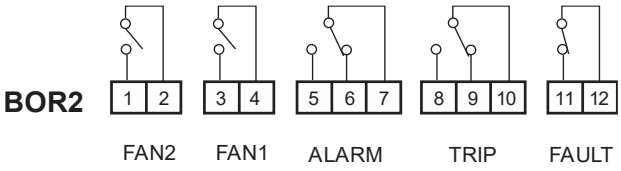
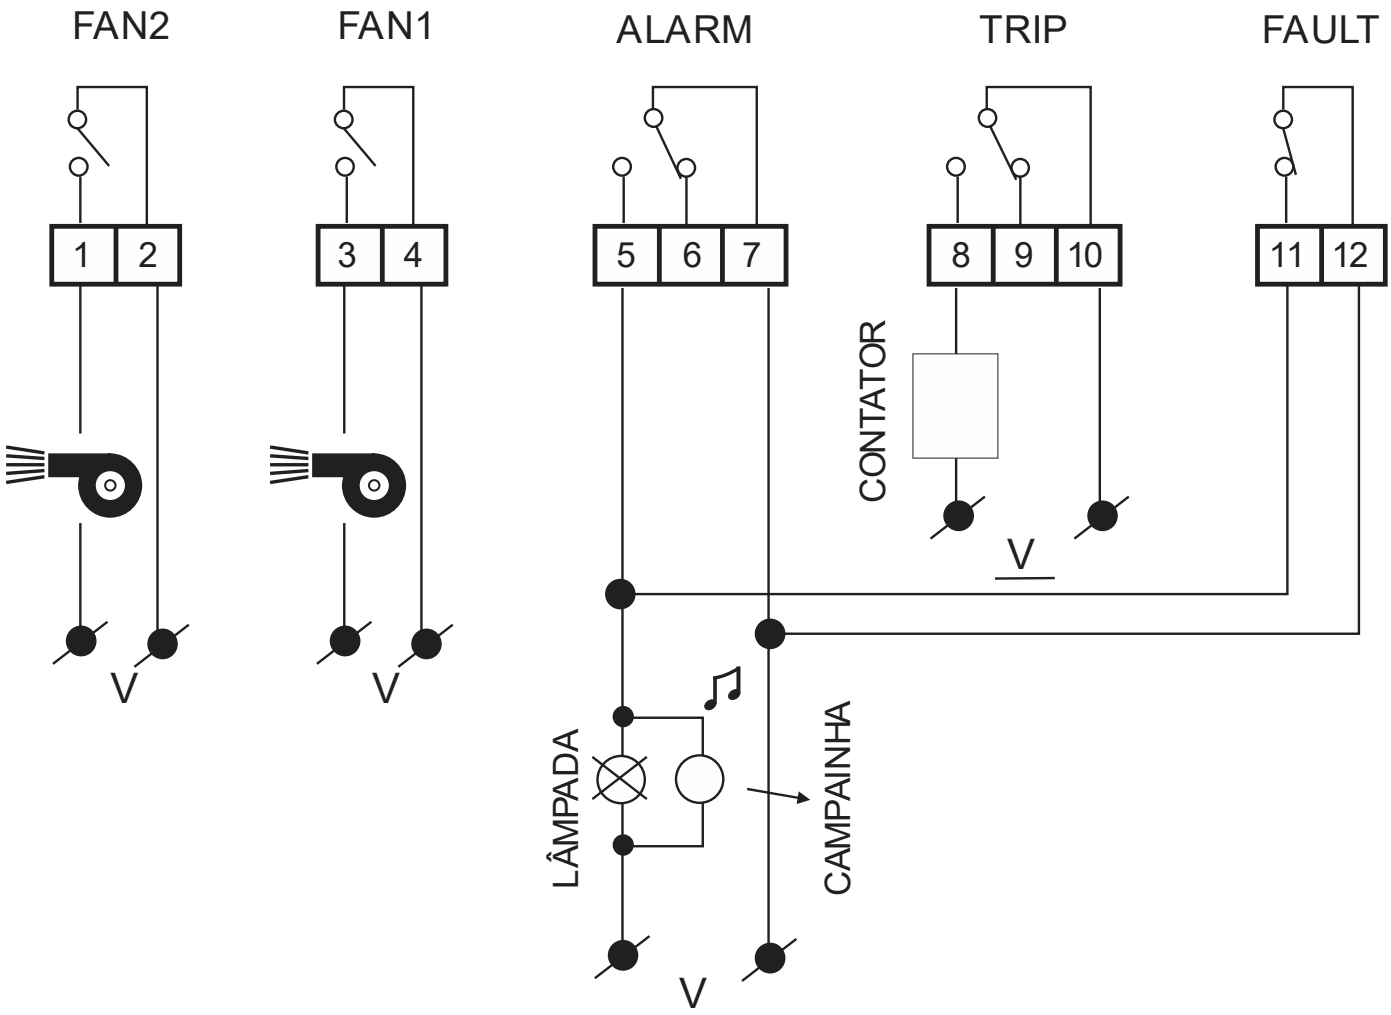

Figura 3 - Conexões Relés de Alarme e ventilação
Figura 6 - Esquema de ligação
- Faz a leitura das sondas S1, S2, S3 e Tamb. Caso alguma delas registre temperatura superior ao valor programado em ALARM em 1ºC por 5s, o led ALARM acenderá. Caso a situação persista por mais de 15s, será ativado o relé ALARM, contato fechado entre os terminais 5 e 7 (Figura 3). Se pressionada a tecla M/E por mais de 5s, o relé ALARM abrirá os contatos 5 e 7 (útil caso o relé de alarme esteja ligado a uma sirene e deseja-se interromper o som), porém o led ALARM continuará aceso até que a temperatura de todas as sondas fique abaixo do valor programado de alarme. O relé ALARM apenas acionará novamente após sair da situação de alarme atual.
- Caso a temperatura continue aumentando e um ou mais sensores supere em 1ºC por 5s o valor programado em TRIP, o led TRIP acenderá. Caso a situação persista por mais de 15s, será ativado o relé TRIP, contato fechado entre os terminais 8 e 10 (Figura 3). Quando se ativa o TRIP, ativa-se ALARM, pois é condição anterior a TRIP.
- Quando a temperatura diminuir em 1ºC ao valor programado em TRIP, o led TRIP apagará e o relé voltará à condição anterior, contato aberto entre os terminais 8 e 10 (Figura 3).
- Quando a temperatura diminuir em 1ºC ao valor programado em ALARM, o led ALARM apagará e o relé voltará à condição anterior, contato aberto entre os terminais 5 e 7 (Figura 3)
- Teste de presença ou falha dos sensores PT100: As falhas possíveis de detectar são de sensor aberto ou curto-circuito do PT100. Caso detecte a ausência ou falha de algum sensor, aparecerá no painel a mensagem ΦΛΤ seguida do nome dos sensores que estão com problema (Σ1, Σ2, Σ3 ou Ταβ). O led FAULT, juntamente com os leds dos sensores com falha, piscará. O relé FAULT fechará, contato fechado entre os terminais 11 e 12 (Figura 3). Se o equipamento sair da condição de falha, o led FAULT apagará e o relé abrirá, contato aberto entre os terminais 11 e 12 (Figura 3).
- Caso algum sensor supere a temperatura do parâmetro Fon (Fan on) por um período superior a 15s, será ativado o relé FAN1 (Figura 3, contatos 3 e 4 fechados). O relé desliga quando a temperatura de todos os sensores for inferior ao valor programado no parâmetro Fof (Fan off). O mesmo se dá para os parâmetros de FAN2 e o relé FAN2 (Figura 3, contatos 1-2)
Na Figura 3 é apresentada a pinagem dos relés de saída do controlador. Conforme o esquema da Figura 6, o relé FAULT opera normalmente ligado, o que significa que o controlador apresentará falha também em caso de falta de alimentação em BOR3.